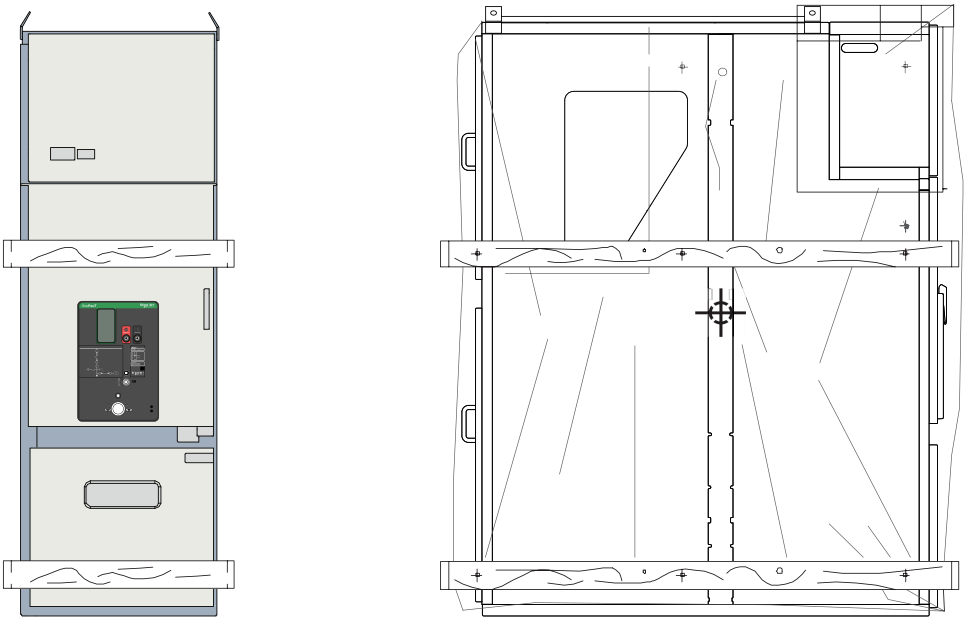

Figure 8
- If packed exclusively for truck transport, the cubicles are delivered on a pallet with PE protective film (Figure 8).